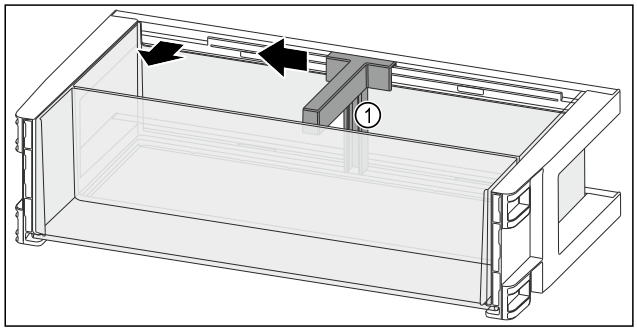

Fig. 130
- ▶ Držák lahví *Fig. 130 (1)* posuňte na stranu až k vybrání.
- ▶ Držák lahví *Fig. 130 (1)* odeberte.